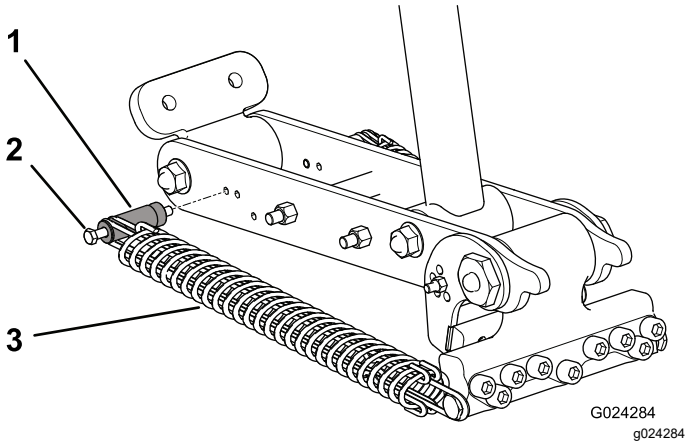
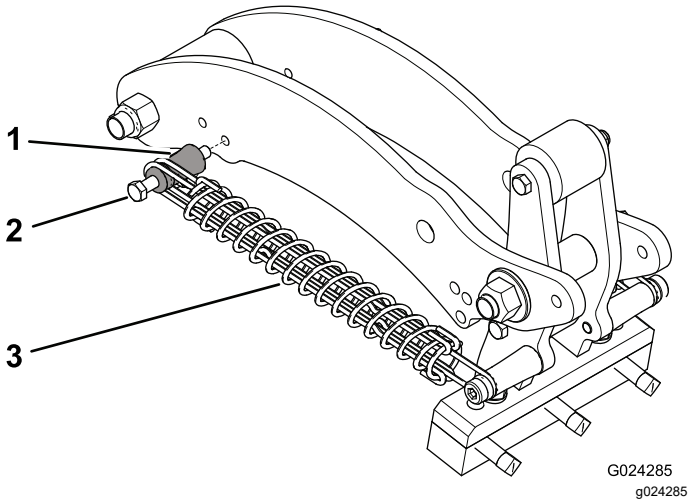

Figura 39
Figura 40
4. Rimuovete il dado che fissa il bullone del montante di fissaggio della molla sul braccio di attacco (Figura 39 o Figura 40).
5. Rimuovete il bullone del montante di fissaggio e il montante stesso dal braccio di attacco e reinseriteli nell'altro foro di regolazione (Figura 39 o Figura 40).